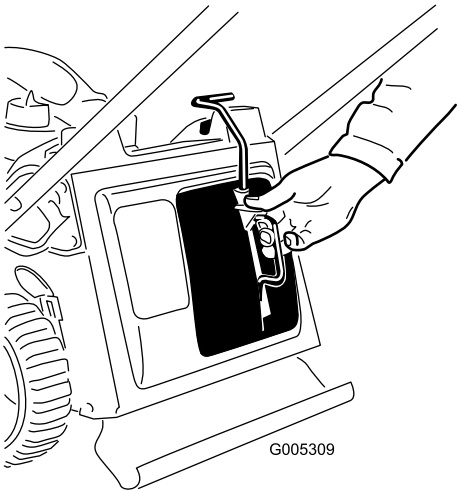

Figur 25
1. Fjern kvernepluggen (Figur 25).